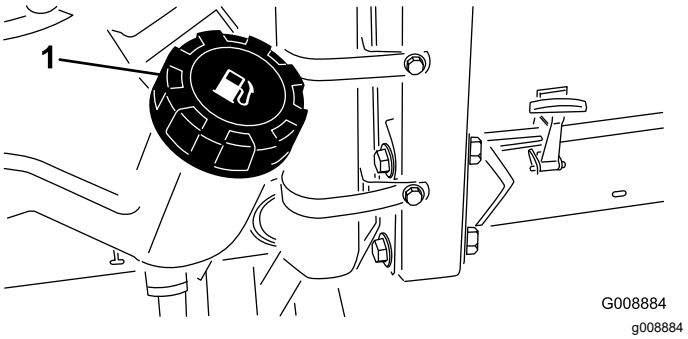

Figur 26
1. Rengør området omkring brændstoftankens dæksel (Figur 26).